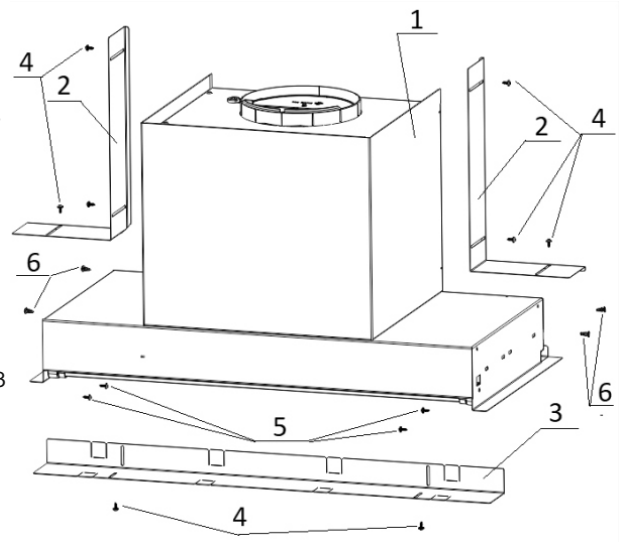

рис. 3
8.3 Для очистки алюминиевого фильтра извлеките его из вытяжки (рис. 3) и произведите его очистку с помощью щетки горячим водным раствором моющего средства вручную или в посудомоечной машине при (60ºС). Старайтесь не сгибать фильтры при мойке. Возможное изменение цвета фильтра, с течением времени, не приводит к снижению эффективности его действия. Сильно загрязненный фильтр не следует мыть в посудомоечной машине.